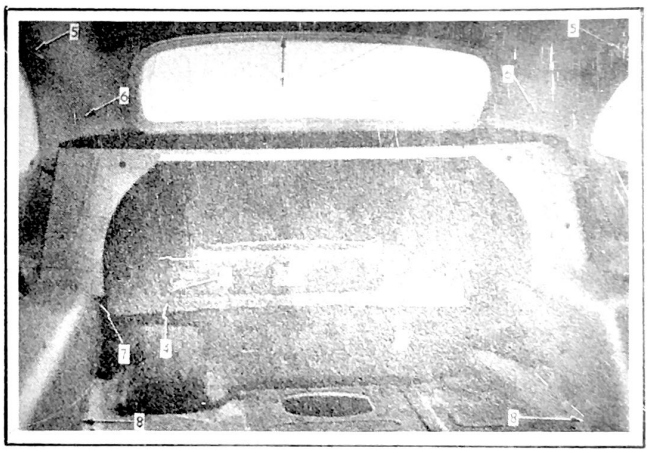

Figure 362
The rear window frame (1), Fig. 362, is welded to the roof panel and is accurately assembled to the correct size before it is welded in place. Do not disturb this frame - cut around it.
The rear compartment door frame (2), Fig. 362, is welded to the roof panel, to the quarter panels at (3) and to the rear lower panel at (4). The frame is accurately assembled and held to the correct size before it is welded to the above parts. Do not disturb the frame - cut around it.
UNDERBODY PANEL. The rear seat tray and rear compartment floor is one stamping and is welded to the rear quarter panel at the wheelhouse at (7 and 8), Fig. 362. Break loose all these welds.